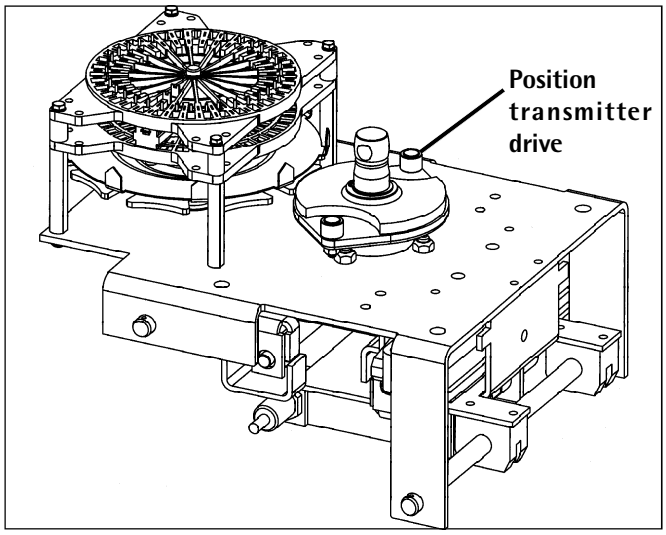

Fig. 27: Position transmitter drive
- Position transmitter (see Fig. 27)